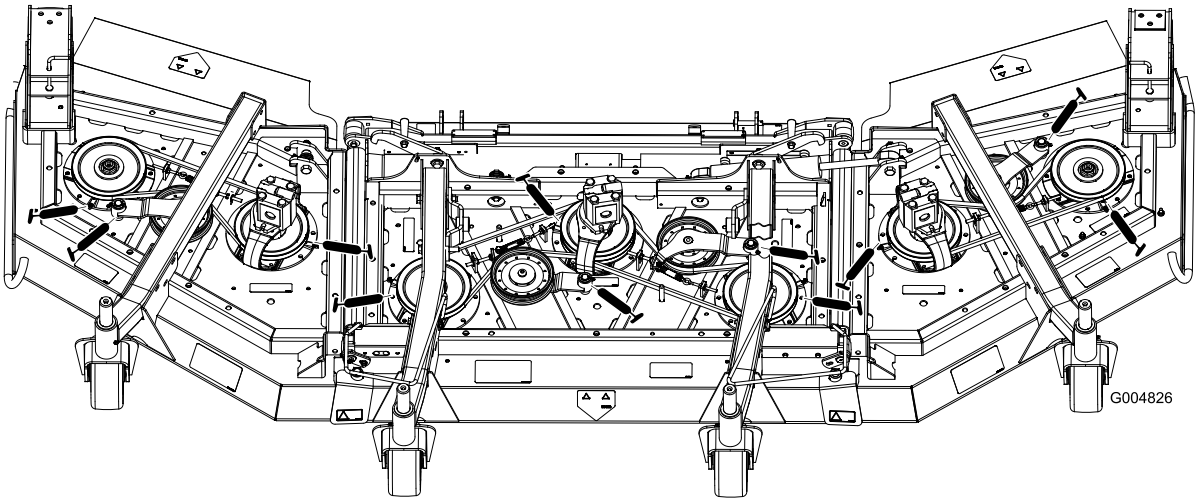

Figur 40
- 3 spindelaksellejer (placeret under remskiven) (Figur 40)
- 2 drejebøsninger til styrearme (Figur 40)